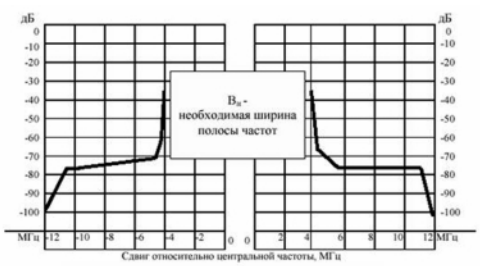

Рис. 1. Огибающая кривая внеполосного спектра (спектральная маска) цифрового телевидения DVB-T, работающего совместно с аналоговой системой K/SECAM
- представлено описание маски в соответствии со стандартом ETSI EN 300 744 (рис. 1).